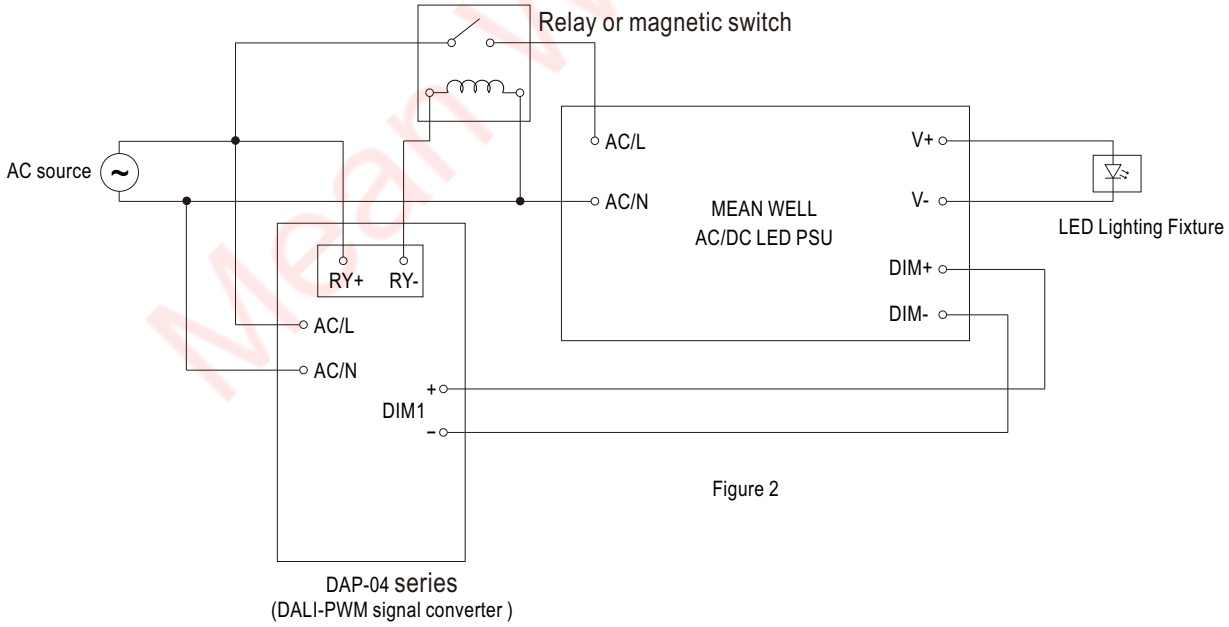

Figure 2
- An additional magnetic switch is needed when the total input current of the selected LED PSUs is higher than 8A or used with LED PSUs whose inrush current is greater than 50A, please refer to the figure 2.